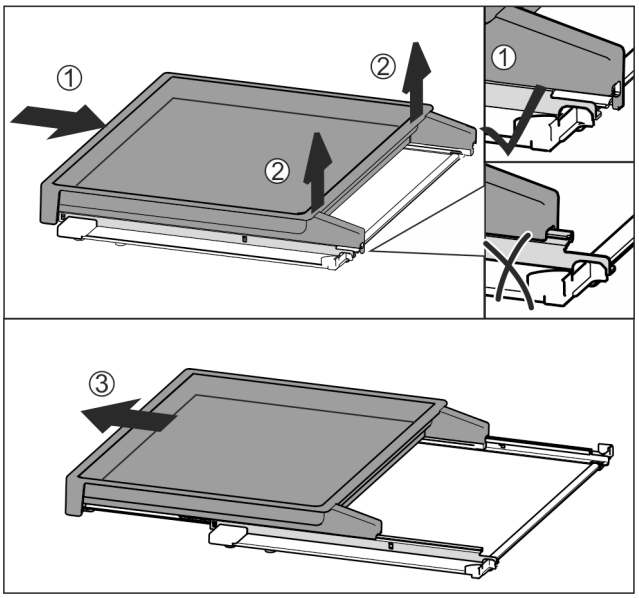

Fig. 32
▶ Вставить вытяжную панель полностью *Fig. 32 (1)*.
▶ Отпустить фиксацию на задней стороне *Fig. 32 (2)*.
▶ Извлеките вытяжную панель движением вперед *Fig. 32 (3)*.